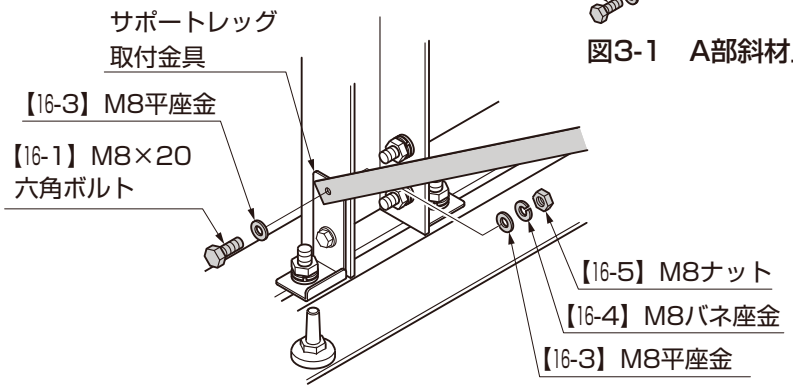

図3-2　B部斜材下部の取付け
①斜材A下側をサポートレッグ取付金具に【16-1】、【16-3】、【16-4】、【16-5】で取付けてください。（図3-2参照）